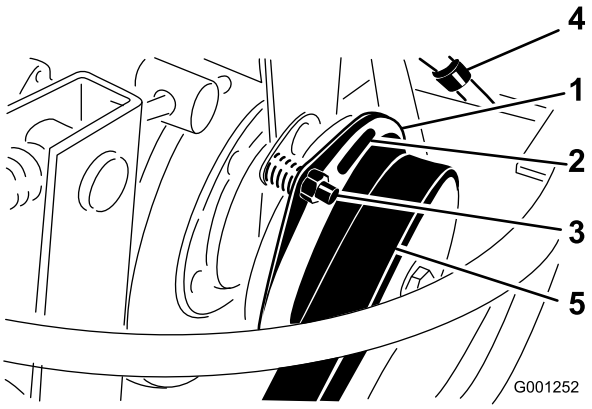

Figur 66
3. Justera luftgapet så att ett 0,38 mm bladstål kan föras in mellan kopplingskanten och friktionsplattan med lätt tryck (Figur 66).
Obs: Du kan minska gapet genom att vrida på justerskruven medsols (Figur 66). Det maximala servicegapet är 0,76 mm. Justera alla tre luftavstånden.